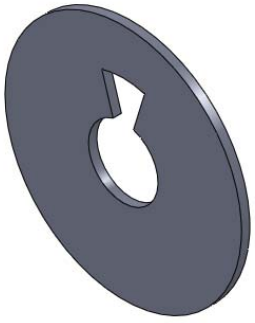

Figure 2-37 *Isometric view of the model*
30. Choose the **OK** button ( ) from the **Cut-Extrude PropertyManager**; the cut extrude feature is created. Next, change the current orientation of the model to isometric by choosing the **Isometric** button from the **View Orientation** flyout. Figure 2-37 shows the isometric view of the model after creating the cut extruded feature.